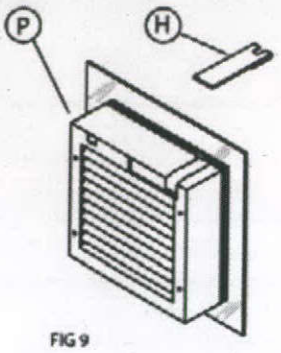

FIG 9
4.9 Remove the cover from the cable entry (H) and carefully cut a suitable hole in it. Thread the connection cable through the hole until it reaches the connection box cover (I) connect the cable to the terminal strip as shown in the corresponding wiring diagram. (FIG 9)
5.9 Remove the cover from the cable entry (H) and carefully cut a suitable hole in it. Thread the connection cable through the hole until it reaches the connection box cover (I) connect the cable to the terminal strip (K) as shown in the corresponding wiring diagram. (FIG 9)